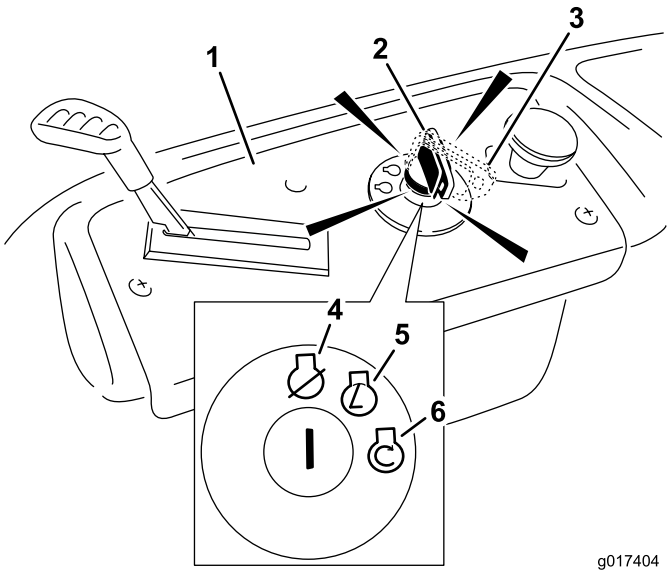

Figur 14
4. Drej tændingsnøglen til start for at aktivere starteren (Figur 14).
5. Når motoren starter, trykkes chokeren ned (Figur 14).
3. Drej tændingsnøglen, så motoren slukkes (Figur 14), og tag nøglen ud.